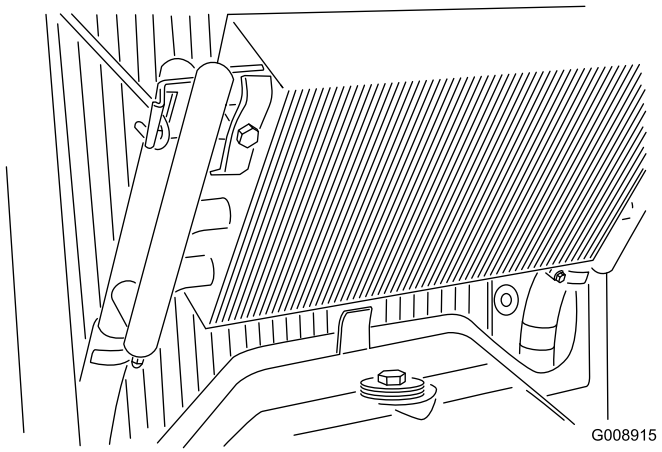

Figura 67
4. Desenganche el enfriador y gírelo hacia atrás (Figura 67).